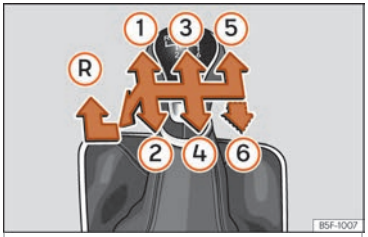

Fig. 55 Gear shift pattern of a 5 or 6-speed manual gearbox.
The position of the gears is indicated on the gearbox lever ››› Fig. 55.
• With the gearbox lever in neutral, push it downwards, move it to the left as far as it will go and then forwards to select reverse ››› Fig. 55 Ⓡ.